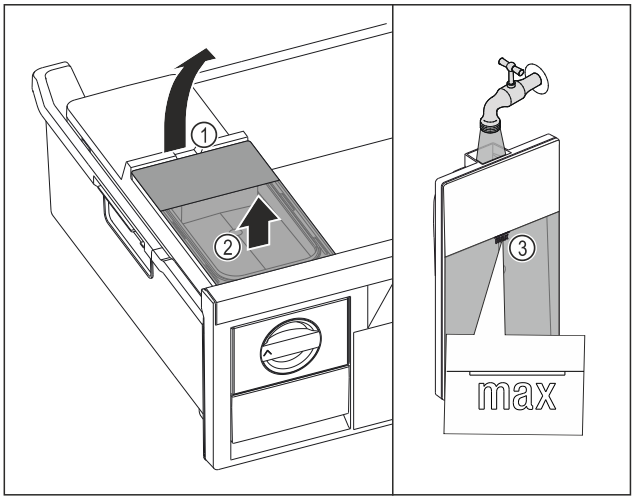

Fig. 161
▶ Soulever le réservoir d'eau par l'encoche *Fig. 161 (1)*.
▶ Retirer le réservoir d'eau par le haut. *Fig. 161 (2)*
▶ Remplir le réservoir d'eau potable jusqu'au repère *Fig. 161 (3)*.